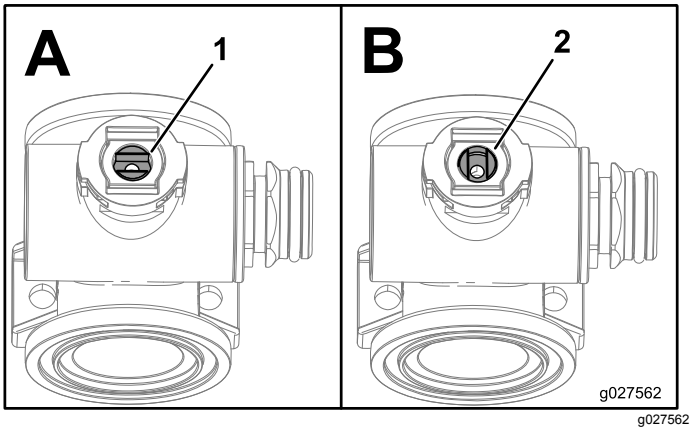

Figuur 111
3. Draai de afsluiter zo dat de kogel in de GEOPENDE stand staat (Figuur 111 A).
7. Draai de afsluiter zo dat de klep gesloten is (Figuur 111).